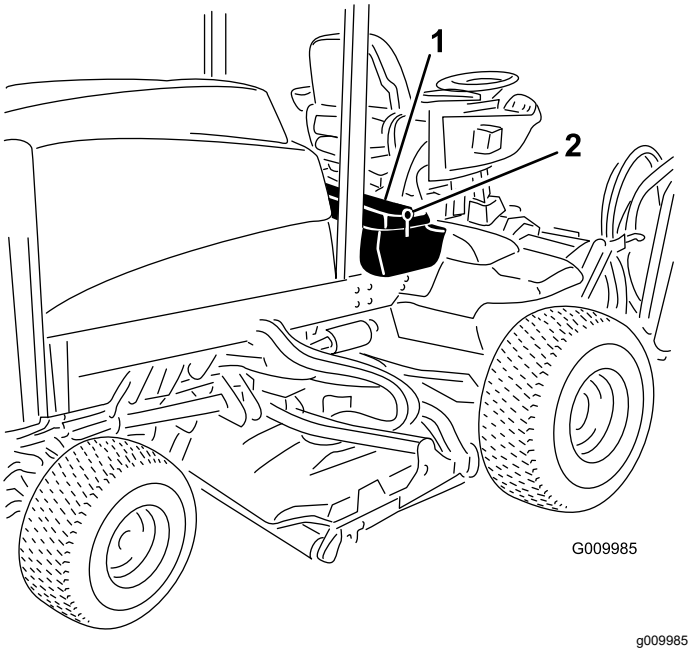
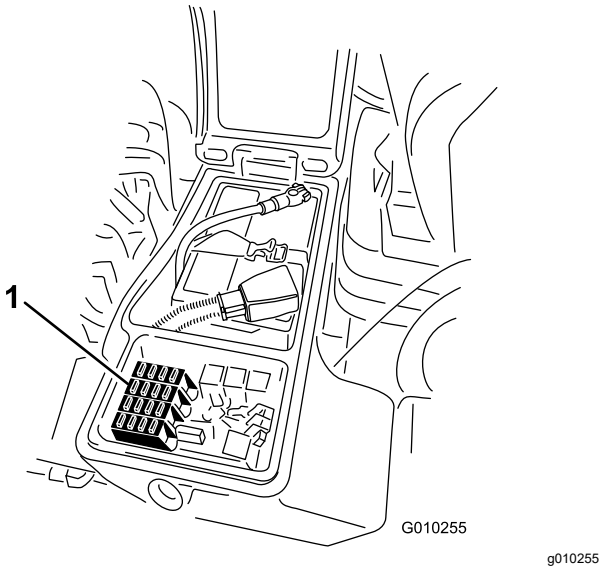

Figur 94
Figur 95
1. Løsn låsen til låget til højre opbevaringskasse, og løft låget (Figur 94) for at blotlægge sikringsblokken (Figur 95).
2. Udskift de(n) åbne sikring(er) efter behov (Figur 95).
3. Luk låget til højre opbevaringskasse, og fastgør låget med låsen (Figur 94).